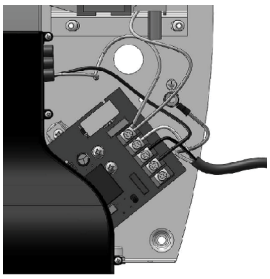

Abb. 5
f. 115-Volt-Trockner – Erdleiter an die mit O markierte Erdungsklemme, den Phasenleiter (schwarz) an die Klemme L1 und den Nullleiter (weiß) an die Klemme N anschließen. FÜR JEDE 115-VOLT-INSTALLATION IST EINE DEDIZIERTE LEITUNG ERFORDERLICH. (Siehe Abb. 5)
g. 208-240-Volt-Trockner – Erdleiter an die mit O markierten Erdungsklemme und die 208-240-Volt-Drähte an die mit L1 und L2 markierten Klemmen anschließen. (Siehe Abb. 5)